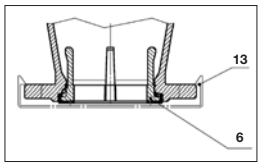

Abbildung 1
- Vor dem Aufsetzen auf die Rohrleitung Schutzkappe (13) entfernen (Abb. 1).
- Dichtring (6) ist werkseitig eingepresst und dient als Abdichtung zum Rohrleitungsflansch. Keine Zusatzdichtung notwendig ! (Abb.1).